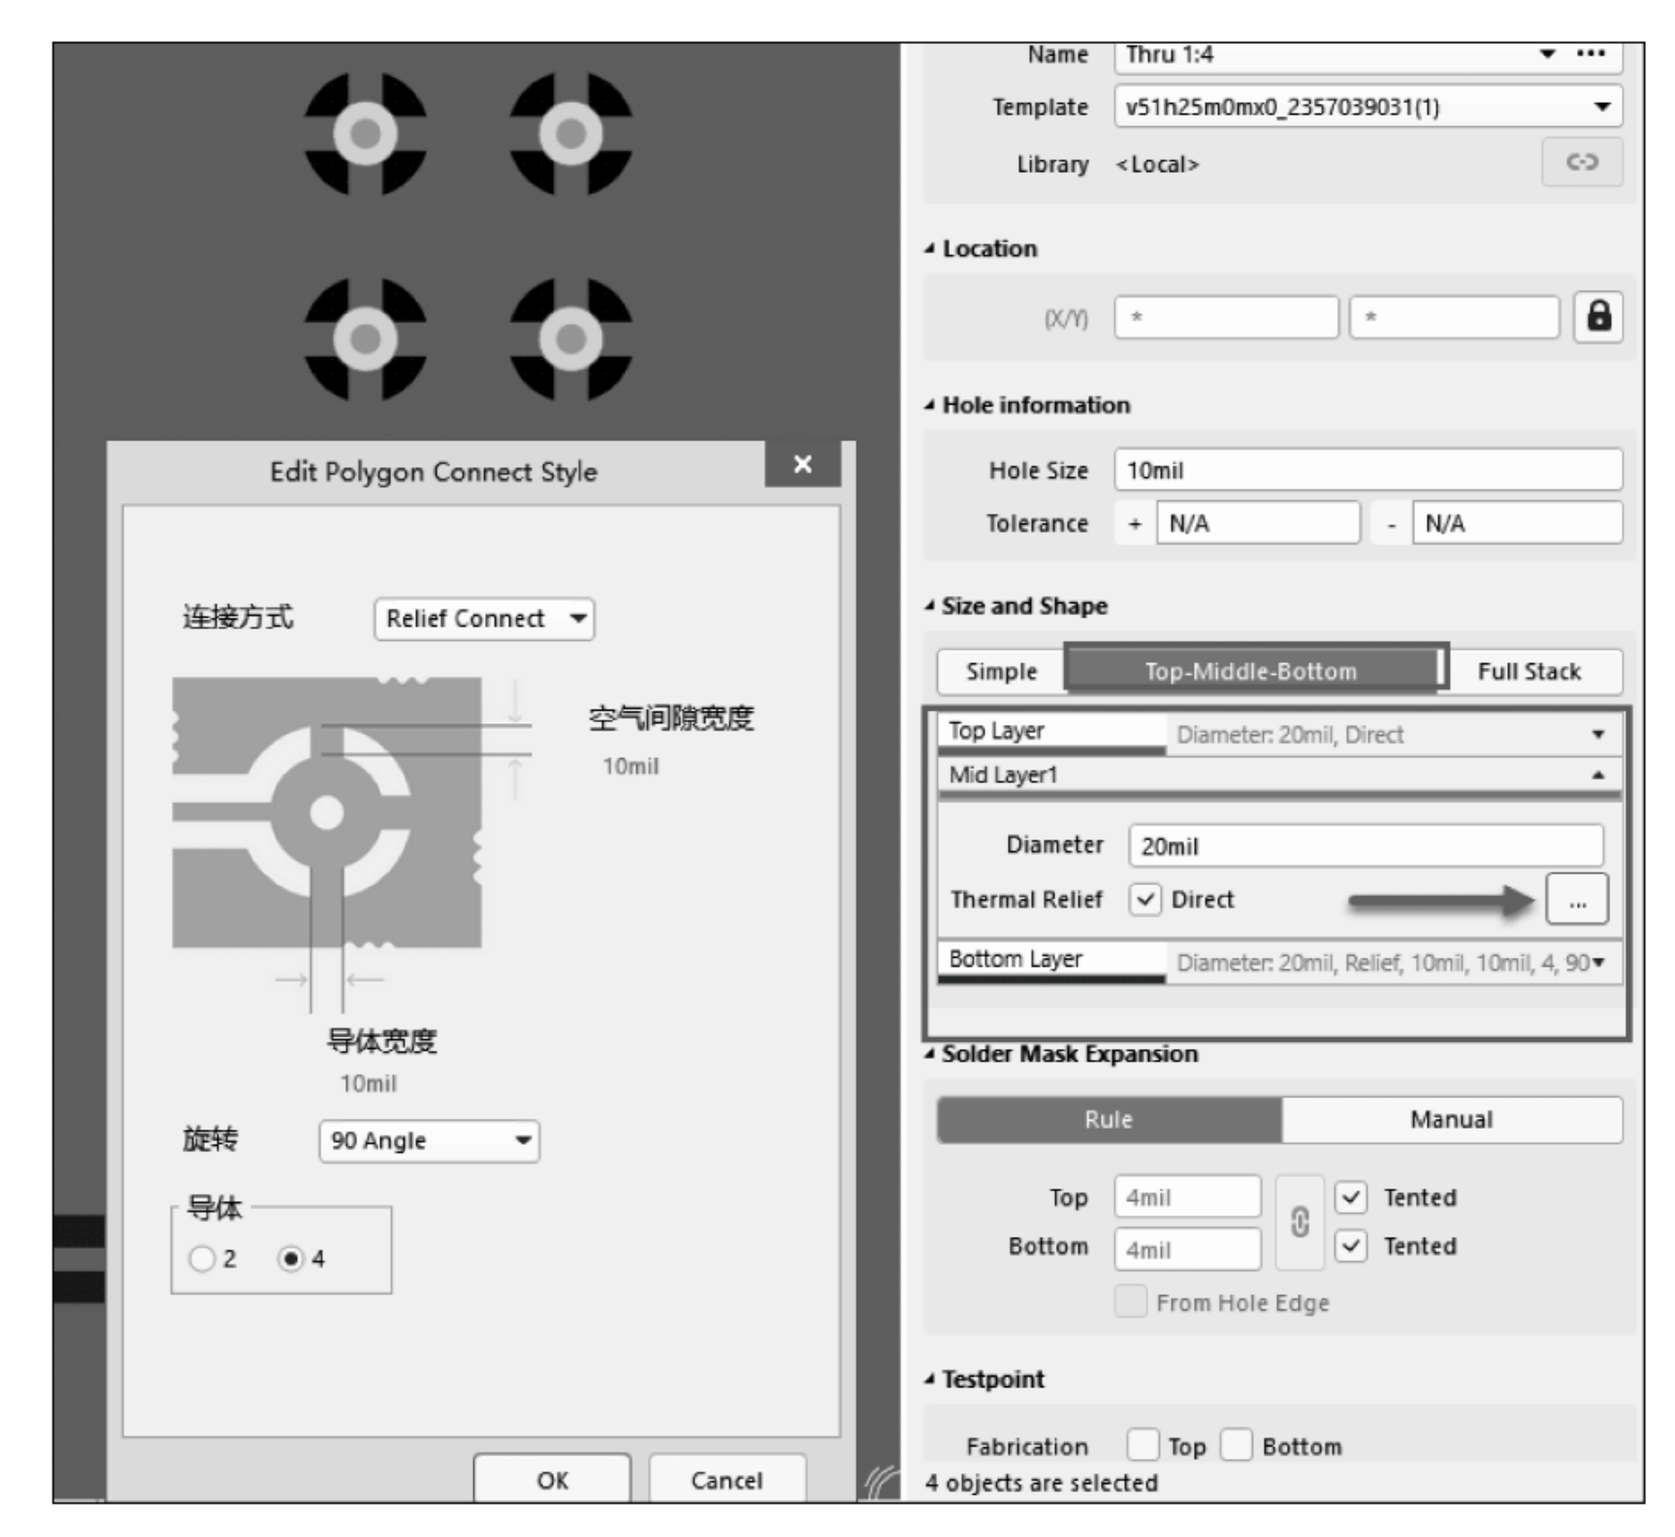

图 2-9 在 Properties 面板中设置不同层的过孔/焊盘连接方式
(2) 如需设置不同层的过孔或焊盘为不同的连接方式,需在 Size and Shape 选项下选择 Top-Middle-Bottom 或者 Full Stack 模式,然后即可对不同的层设置不同的连接方式,如图 2-9 所示。